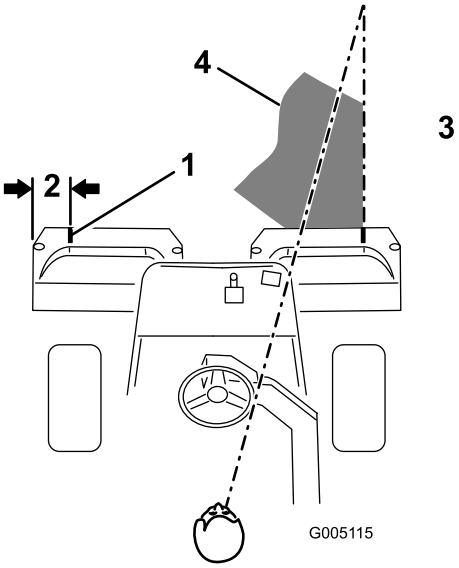
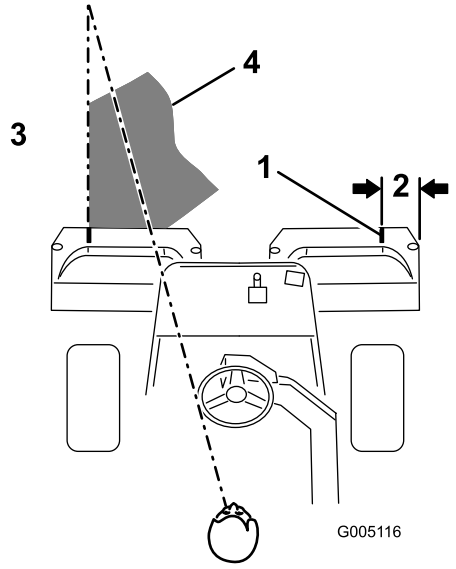

Figur 42
Figur 43
2. Placera en bit vit tejp eller måla en linje på varje korg parallellt med korgens ytterkant (Figur 42).
3. Överlappa den tidigare klippremsan så lite som möjligt under nästkommande vända. Etablera en tänkt siktlinje ca 1,8 till 3 m framför maskinen så att du klipper i en rak linje över greenen och håller maskinen på ett jämnt avstånd från förra klippvändans kant (Figur 42 och Figur 43). En del tycker att det är användbart att inkludera rattens ytterlinje som del i siktlinjen, d.v.s. att hålla rattkanten i linje med en punkt som alltid är på samma avstånd från maskinens framkant (Figur 42 och Figur 43).